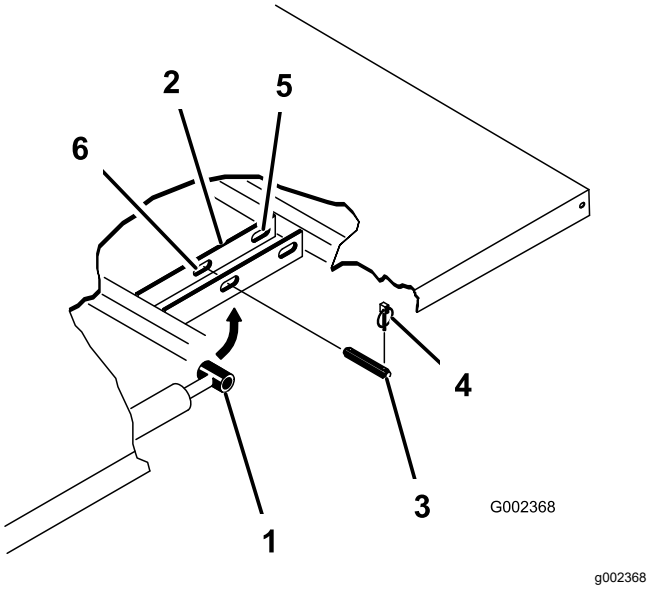

**Bild 23**
3. Nehmen Sie die Klappstecker von den äußeren Enden der Lastösenbolzen der Zylinderstange (Bild 23) ab.
4. Nehmen Sie die Lastösenbolzen ab, mit denen die Enden der Zylinderstange an den Befestigungsplatten der Ladepritsche befestigt sind. Drücken Sie die Bolzen hierfür nach innen (Bild 23).
5. Nehmen Sie die Klappstecker und die Lastösenbolzen ab, mit denen die Schwenkhalterungen an den Rahmenkanälen befestigt sind (Bild 23).